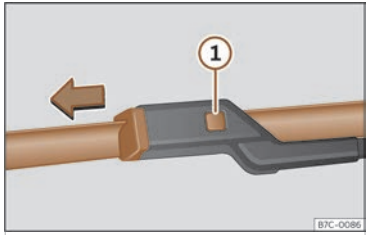

Abb. 185 Scheibenwischerblätter vorne auswechseln.
- Die Entriegelungstaste ››› **(Abb. 185)** ① gedrückt halten und gleichzeitig das Scheibenwischerblatt vorsichtig in Pfeilrichtung abziehen.